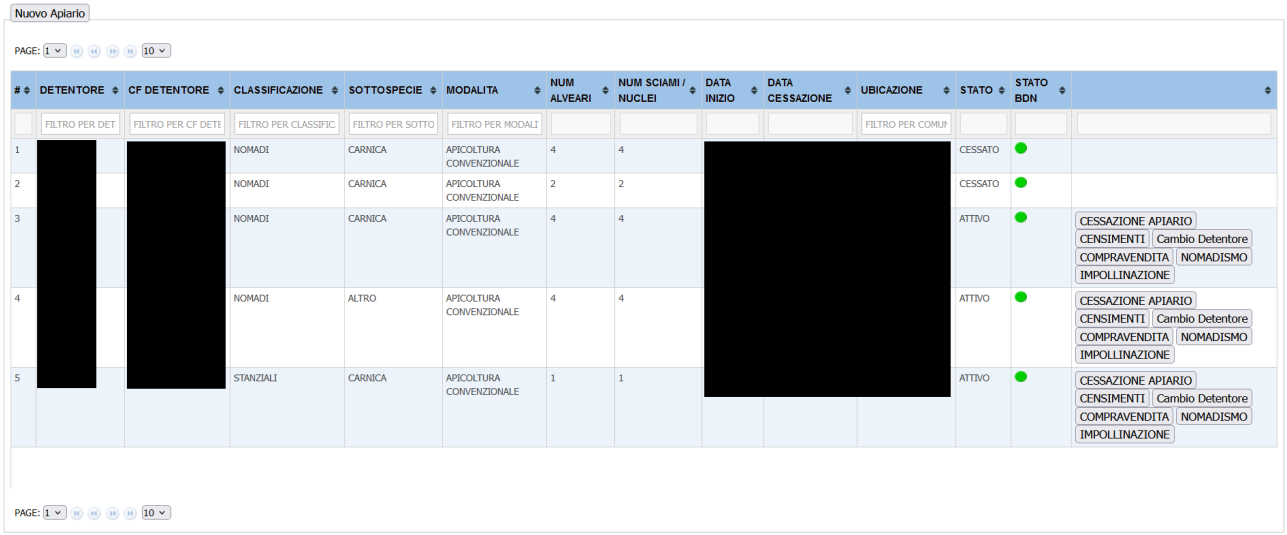

Figura 5.15: Operazioni disponibili sugli apiari
Una di queste è il **censimento**, un'operazione che è possibile effettuare solo alla fine dell'anno, nei mesi di novembre e dicembre – in qualunque altro periodo, il pulsante inerente risulta bloccato (*Figura 5.15*).
- Nomadismo (*Figura 5.15*), ovvero lo spostamento di alveari fra due apiari appartenenti allo stesso apicoltore;
- Compravendita (*Figura 5.15*), ovvero lo spostamento di alveari fra due apiari appartenenti ad apicoltori diversi;
- Impollinazione (*Figura 5.15*), ovvero lo spostamento di alveari e sciami da un apiario appartenente ad un apicoltore ad un'azienda diversa;
L'ultima funzionalità discussa in questa guida è la **cessazione** di apiari (*Figura 5.15*) o di attività (*Figura 5.17*).